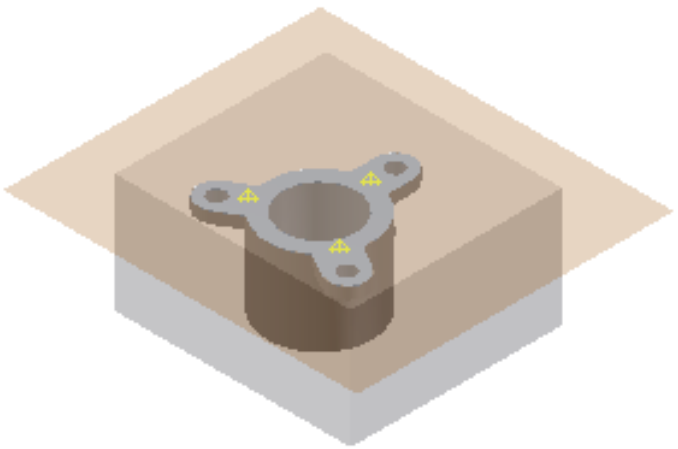

Figure 19-56 *Preview of the runoff surface*
2. Select the outer loop of the top face of the model; a preview of the runoff surface is displayed, refer to Figure 19-56.